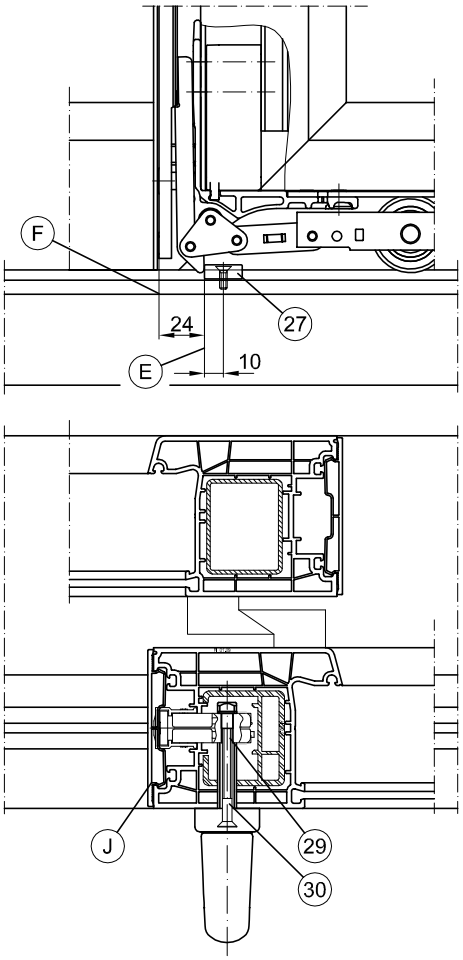

Abb. 4
3. Verriegelungsblock (27) auf Laufschiene aufsetzen, und mit Ø 3 bohren.
5. Die Deckleiste (J) (Lieferumfang Profilhersteller) laut Vorgabe Profilhersteller ablängen, entsprechend Abb. 4 ausklinken und am Flügel montieren.
6. Aushebesicherung Linsenblechschraube B6,3 x 38 (28) ca. 50 mm von Flügelvorderkante am Rahmen mit Ø 5,5 bohren und einschrauben.